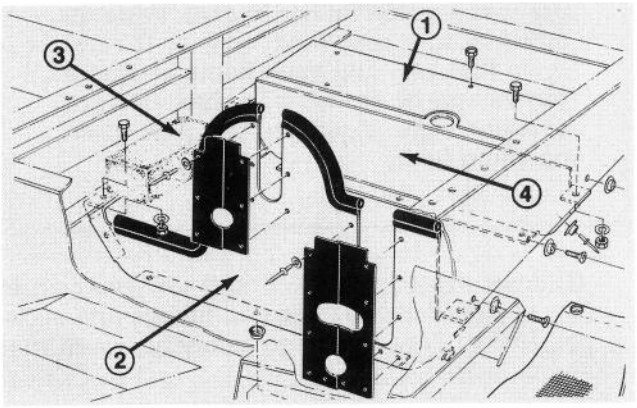

Figure 6
4. Install front engine shield. Tilt the bottom shield forward and lift, sliding the rubber inserts over the drive shaft and PTO drive shaft. Bolt shield to channel with 3/8 - 16 x 7/8" bolts, lockwashers and nuts (Fig. 6).
5. Lift rear engine shield into position and bolt into place with two (2) 3/8"-16 x 7/8" bolts, lockwashers and nuts (Fig. 6).
10. Drill four (4) .1695" (4.3 mm) holes using shield holes as template. Secure in place with four (4) 10-24 self tapping screws.
12. Slide foam engine shields between fuel tank and side channels (Fig. 6).